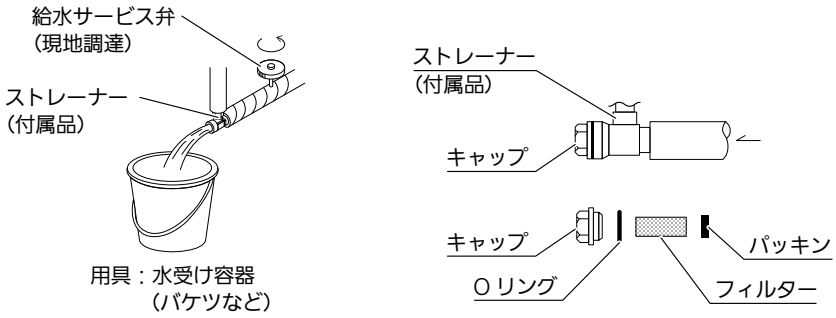

図19
- ストレーナー（付属品）からフラッシングする方法（図 19 参照）